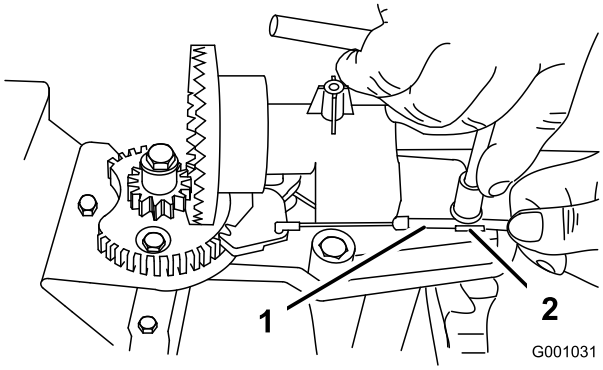
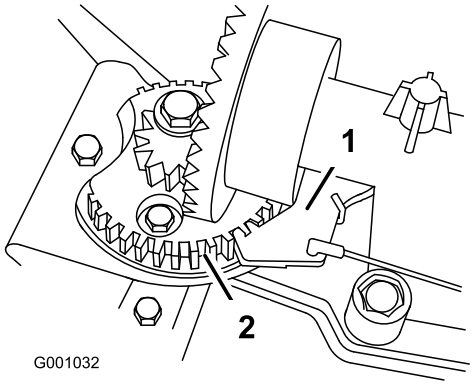

Figur 48
Figur 49
2. Løsne klemskruen som fester kabelen (Figur 48).
3. Grip kabelrøret og flytt det mot fronten av maskinen inntil utløpssjaktlåsen kobles fullstendig til tennene i giret (Figur 48 og Figur 49).
Merk: Låsen er fjærbelastet og vil bevege seg naturlig inn i tennene i giret (Figur 49).